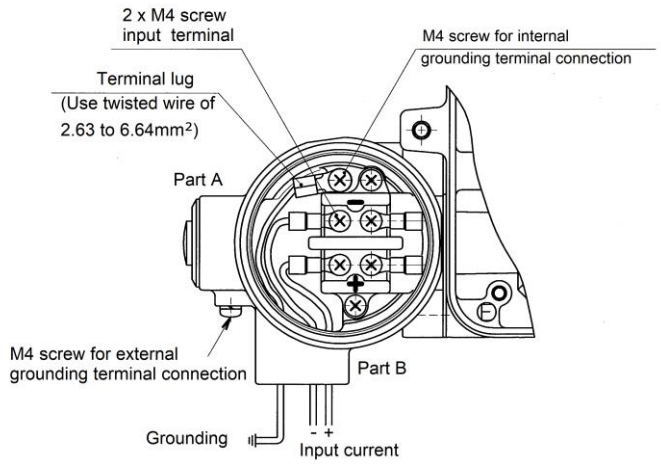

Fig 14.Positioner with terminal box
(1) Connect the (+) and (-) output terminals from the regulator with the (+) and (-) input terminals, respectively, of the positioner terminal box. The port diameter at the conduction wire drawing port is the size of G1/2 parallel screw for piping and the depth is for a 16.5mm female screw.
(2) Two drawing ports, marked as Part A and Part B in Fig.14, are provided. Use either one as fitted. (Part B is used in the figure).